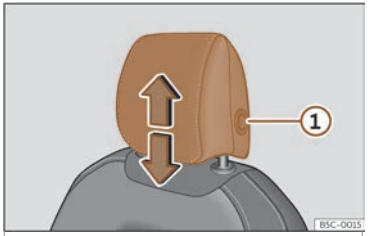
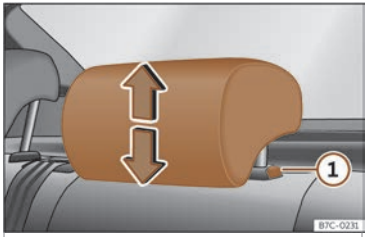

Fig. 105 Reposacaps del darrere:regulació del reposacaps.
Fig. 104 Seient davanter:regulació del reposacaps.
- Agafeu el reposacaps amb les dues mans pels costats i empenyeu cap amunt fins a encaixar-lo amb la posició desitjada. Per abaixar-lo, feu la mateixa acció, tot prement el botó lateral (1) >>> **fig. 104** >>> **fig. 105**.